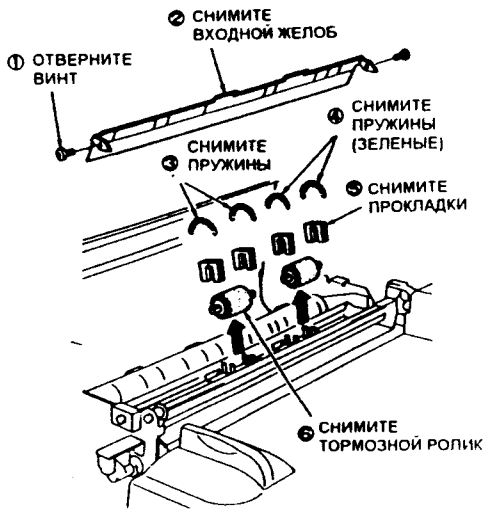

Рис. 2
3. (Рис. 2): Снимите тормозной ролик.